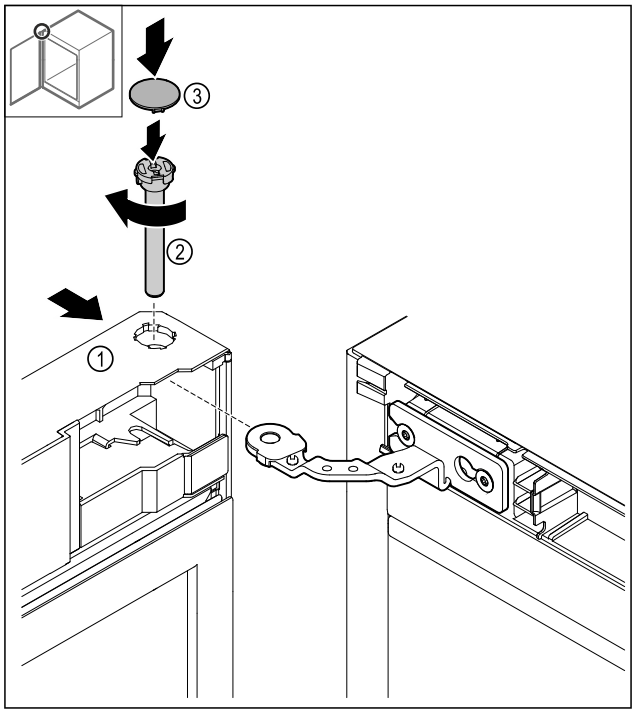

Fig. 39
▶ Glisați ușa *Fig. 39 (1)* sus pe balama.
▶ Introduceți bolțul *Fig. 39 (2)* și strângeți-l ferm în sens orar.
▶ Așezați capacul *Fig. 39 (4)*.